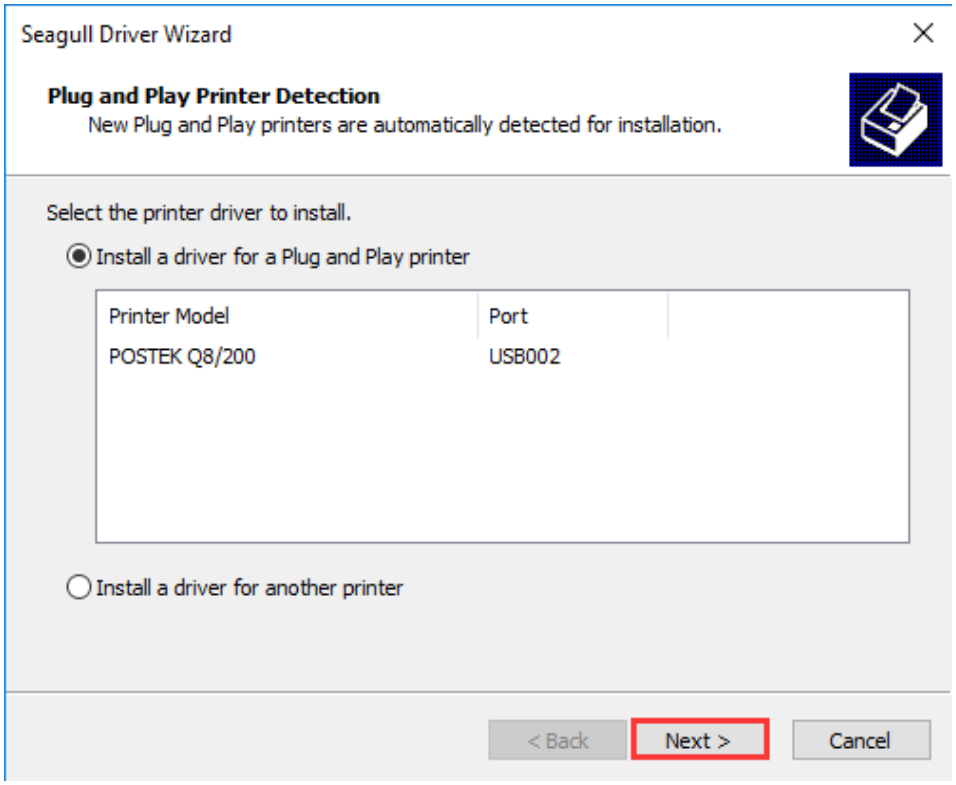

Figure 2-23 Printer Detected
7. The connected printer will be detected (POSTEK Q8/200 for example), click "Next", as shown in Figure 2-23.